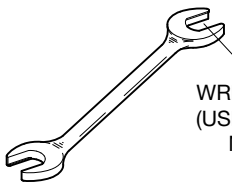

FIGURE 4
Step 4. With reference to Figures 1 or 2, apply End A of W-Type 20 Sprinkler Wrench only (Figure 4) to the sprinkler wrench flats and tighten the sprinkler into the sprinkler fitting.